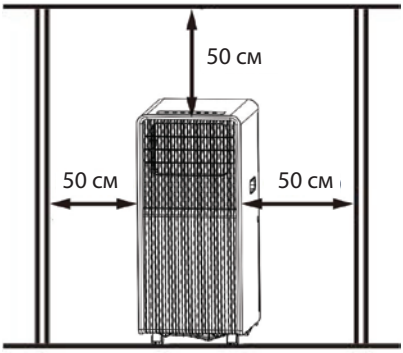

Рисунок 3
- Вокруг мобильного кондиционера должно быть предусмотрено свободное пространство. Не перекрывайте потоки выходящего воздуха - необходимое расстояние вокруг устройства должно составлять не менее 50 см (См. Рисунок 3).